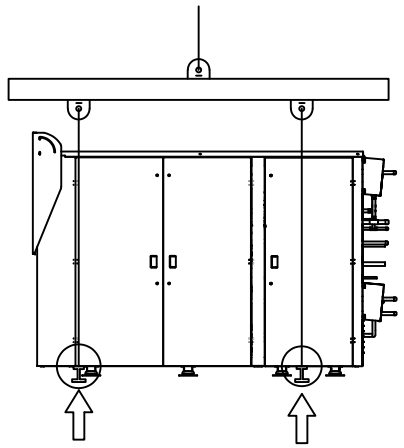

Fig. 3
- A crane suited to lifting the refrigeration pack, with suitable characteristics compliant with the regulations in force ("Fig. 3")